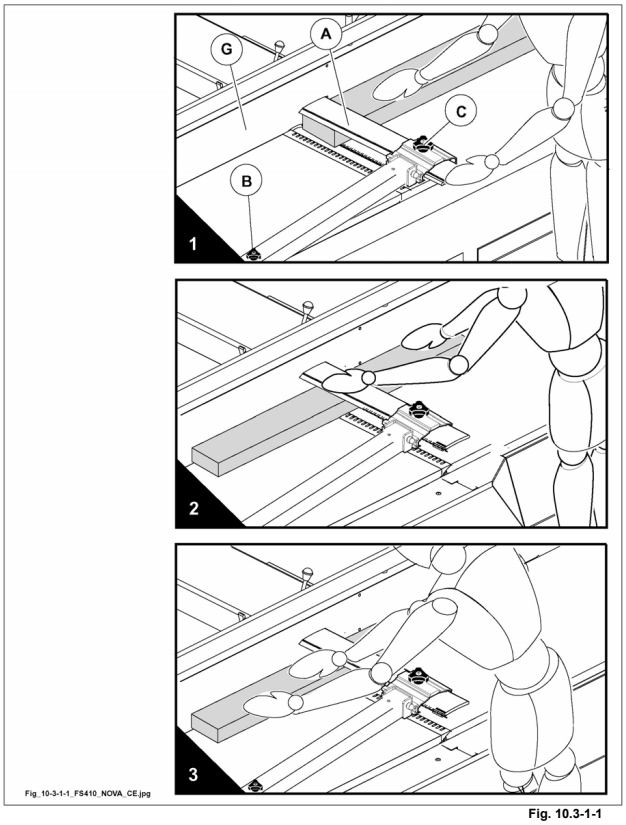

Fig. 10.3-1-1
- Appoggiare il pezzo contro la guida e spostarlo in avanti con la mano destra, fino ad infilarlo sotto il ponte (1 fig. 10.3-1-1).
- Spingere il legno in avanti (dal lato piano di entrata) (2 fig. 10.3-1-1) tenendo le mani piatte su legno, farle passare o scavalcare, con una mano poi l'altra, il ponte di protezione.
- Appena possibile premere le due mani sul legno dalla parte del piano di uscita per proseguire con l'avanzamento (3 fig. 10.3-1-1).